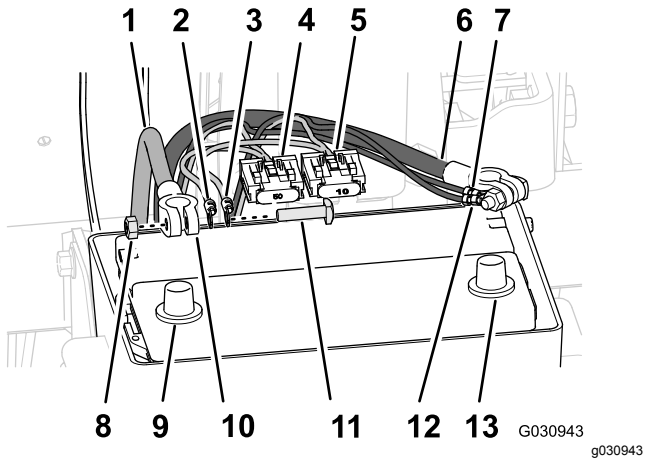

Figur 170
1. Dra pluskabelskon (röd kabel), minuskabelskon (svart kabel) och 50 A-säkringsblocket på det bakre kablaget upp mellan batterilådan och maskinchassit (Figur 170).
3. Ta bort T-skruvarna och sexkantsmuttrarna från kabelskorna på plus- och minusbatterikablarna (Figur 170).
4. Montera en T-skruv genom pluskabelskon (röd kabel) på det bakre kablaget, pluskabelskon på navigeringselkablaget och kabelskon på batteriets pluskabel (Figur 170).
5. Fäst kabelskorna och T-skruven löst med en sexkantsmutter (Figur 170).
6. Montera en T-skruv genom minuskabelskon (svart kabel) på det bakre kablaget, minuskabelskon på navigeringselkablaget och kabelskon på batteriets minuskabel (Figur 170).
7. Fäst kabelskorna och T-skruven löst med en sexkantsmutter (Figur 170).